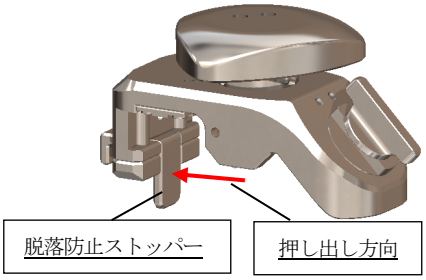

図 8-2
(1)-2 脱落防止ストッパーを外側へ押し出してください。(図 8-2)